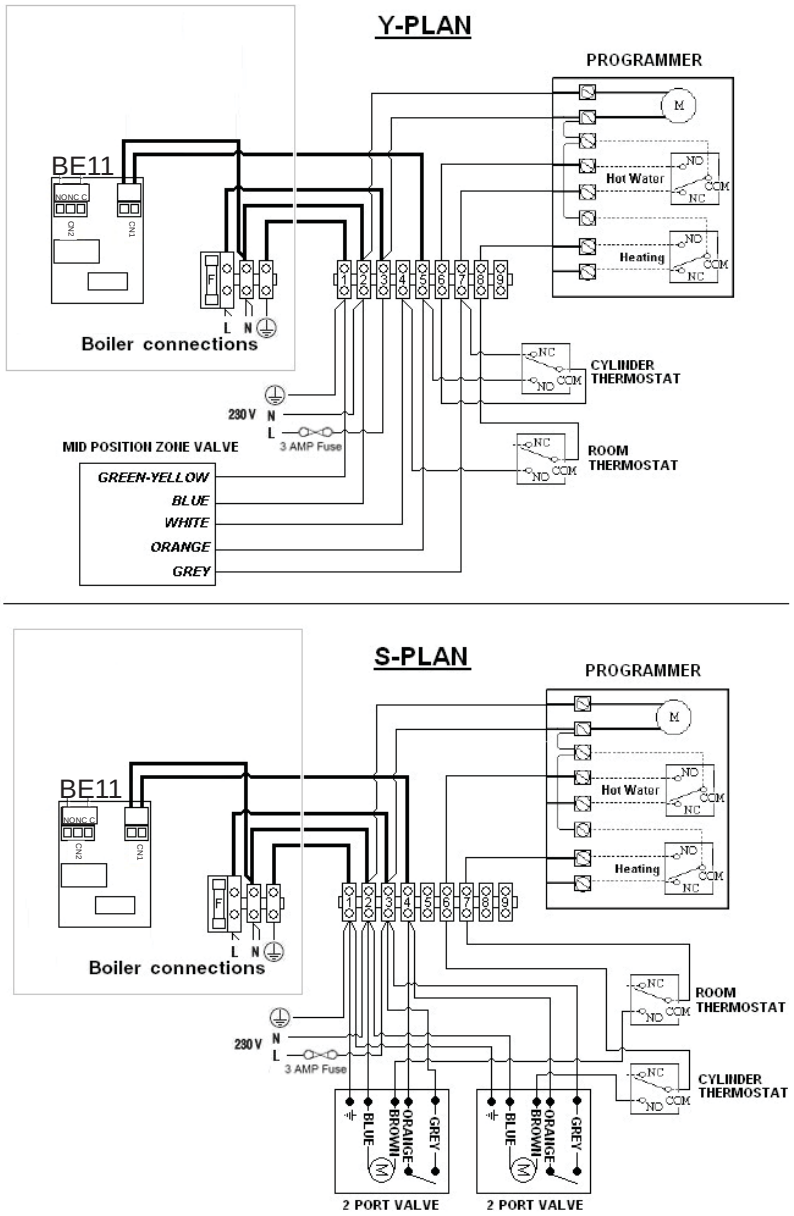

Fig. 44
- using a 2.5mm Allen key, very slowly turn the maximum adjustment screw (see fig. 44) – clockwise to decrease, counter clockwise to increase – until the correct value is displayed on the CO_2 analyser (allow time for the analyser to stabilise).
- –locate the minimum adjustment screw (fig. 44), using a suitable screwdriver remove the protection plug
- using a 4mm Allen key, very slowly turn the minimum adjustment screw (see fig. 44) - clockwise to increase, counter clockwise to decrease - until the correct value is displayed on the CO_2 analyser (allow time for the analyser to stabilise).